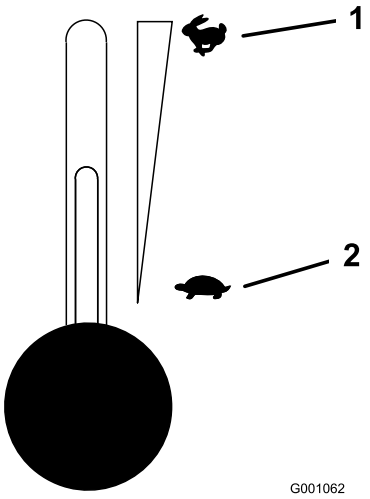

**Figuur 15**
5. Zet de gashendel in de middelste stand (Figuur 15).
2. Zet de gashendel halverwege tussen Langzaam en Snel (Figuur 15).